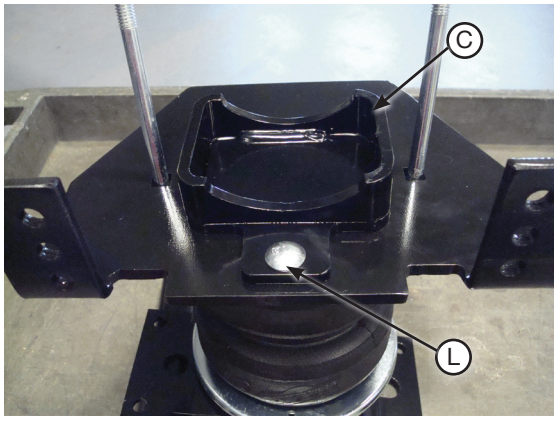
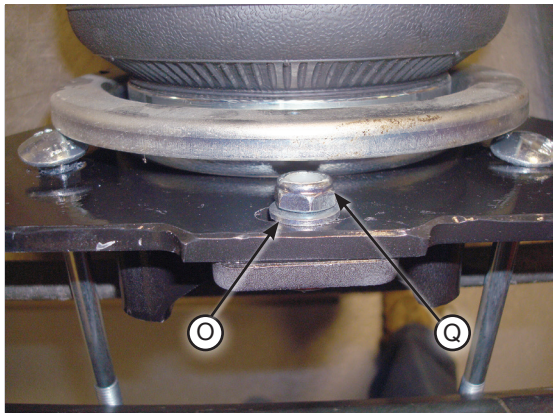

fig. D.12
fig. D.13
6. Install the lower bracket cup (C) onto the lower bracket main plate using the 5/16”-18 x 3/4” carriage bolt (L) (Fig. D.12). Cap with M8 flat washer (O) and 5/16”-18 nylon lock nut (Q) (Fig. D.13). Snug bolt down but leave loose enough for bracket to move freely in slot.